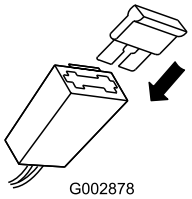

**Figur 8**
2. Sæt sikringen (fra posen med løse dele) i sikringsholderen (Figur 8).